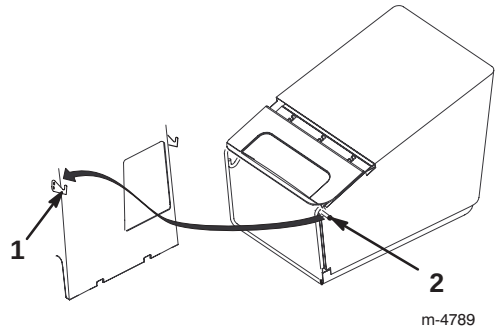

Bild 16
5. Hängen Sie die Fangkorbrahmenstifte in den Haken am Chassis ein, siehe Bild 16.
4. Haken Sie die Fangkorbrahmenstifte aus den Haken am Chassis aus, siehe Bild 16.